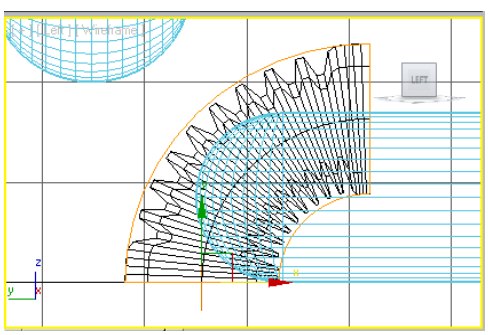

Figure 3-40 *The spring support zoomed in the Left viewport*
1. Activate the Left viewport by middle-clicking in it and make sure that the *spring support* is selected. Choose the **Zoom Extents Selected** tool; the *spring support* is zoomed in the Left viewport, as shown in Figure 3-40.